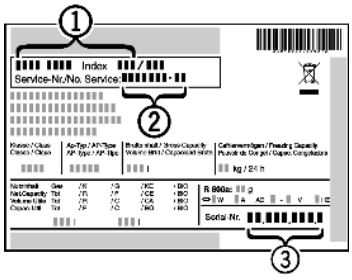

Fig. 35
▶ Gerätebezeichnung *Fig. 35 (1)*, Service-Nr. *Fig. 35 (2)* und Serial-Nr. *Fig. 35 (3)* vom Typenschild ablesen. Das Typenschild befindet sich an der linken Geräteinnenseite.
▶ Den Kundendienst benachrichtigen und den Fehler, Gerätebezeichnung *Fig. 35 (1)*, Service-Nr. *Fig. 35 (2)* und Serial-Nr. *Fig. 35 (3)* mitteilen.